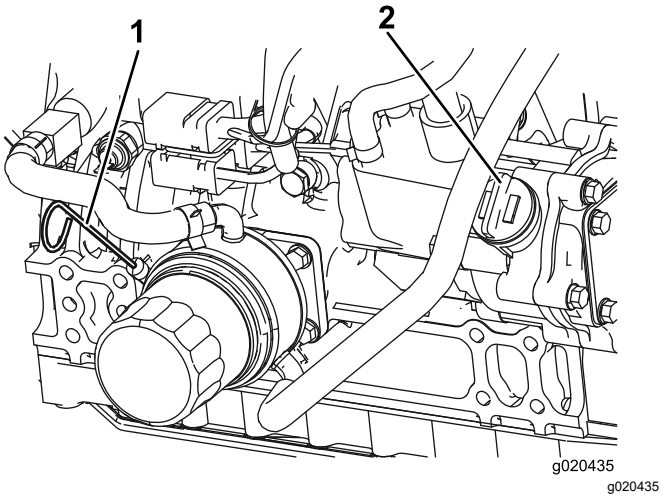

**Figuur 72**
Het oliepeil moet zich in de veilige zone bevinden (Figuur 72).
4. Als het oliepeil zich onder de veilige zone bevindt, verwijdert u de vuldop (Figuur 72) en vult u bij met olie totdat het oliepeil de vol-markering bereikt.